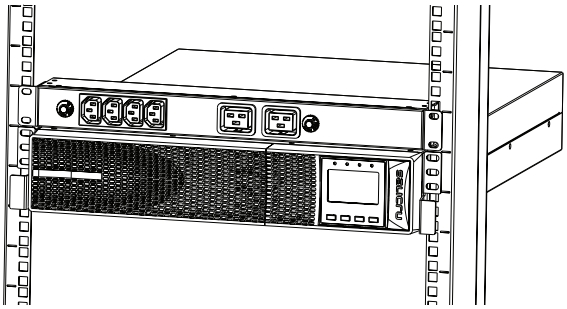

*Fig. 11. Montage type rack en armoire 19" avec PDU.*
- Procédez de la manière suivante (voir Fig. 11) :